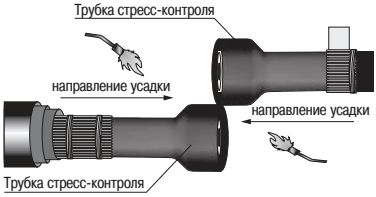

Рисунок 6
4.10 Н деть н к ждую жилу трубку стресс-контроля до упор в отогнутые проволоки экр н и ус дить с помощью горелки, н чин я от проволочного экр н и д лее по н пр влению к концу жилы (рисунок 6).